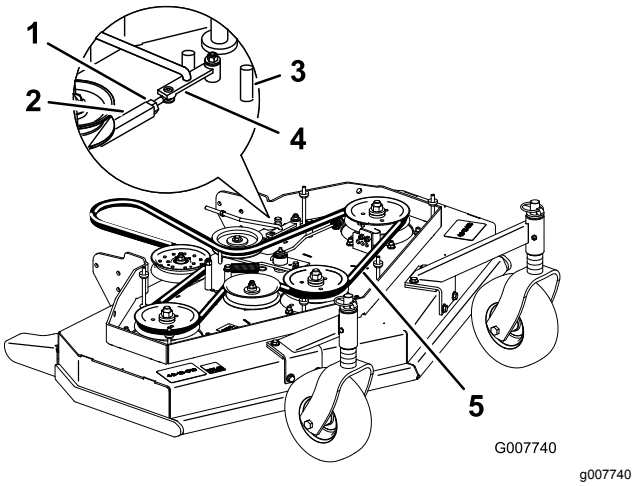

Figur 46
3. Løsn låsemøtrikken på spændemøtrikken (Figur 46).
4. Drej spændemøtrikken mod plæneklipper-skjoldets bagende for at forøge spændingen på remmen. Drej spændemøtrikken mod plæneklipperskjoldets forende for at mindske spændingen på remmen (Figur 46).